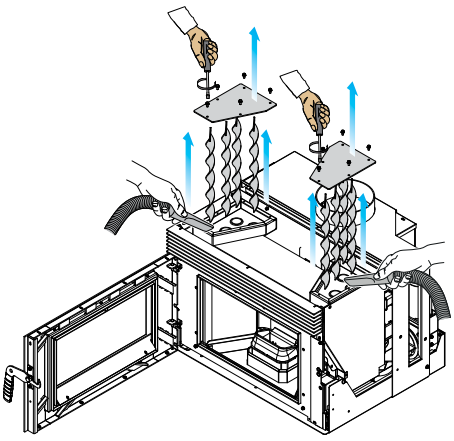

Abb. 7.16
C) Retirar las tapas superiores de la cámara de combustión y aspirar residuos de ceniza (Fig. 7.16).